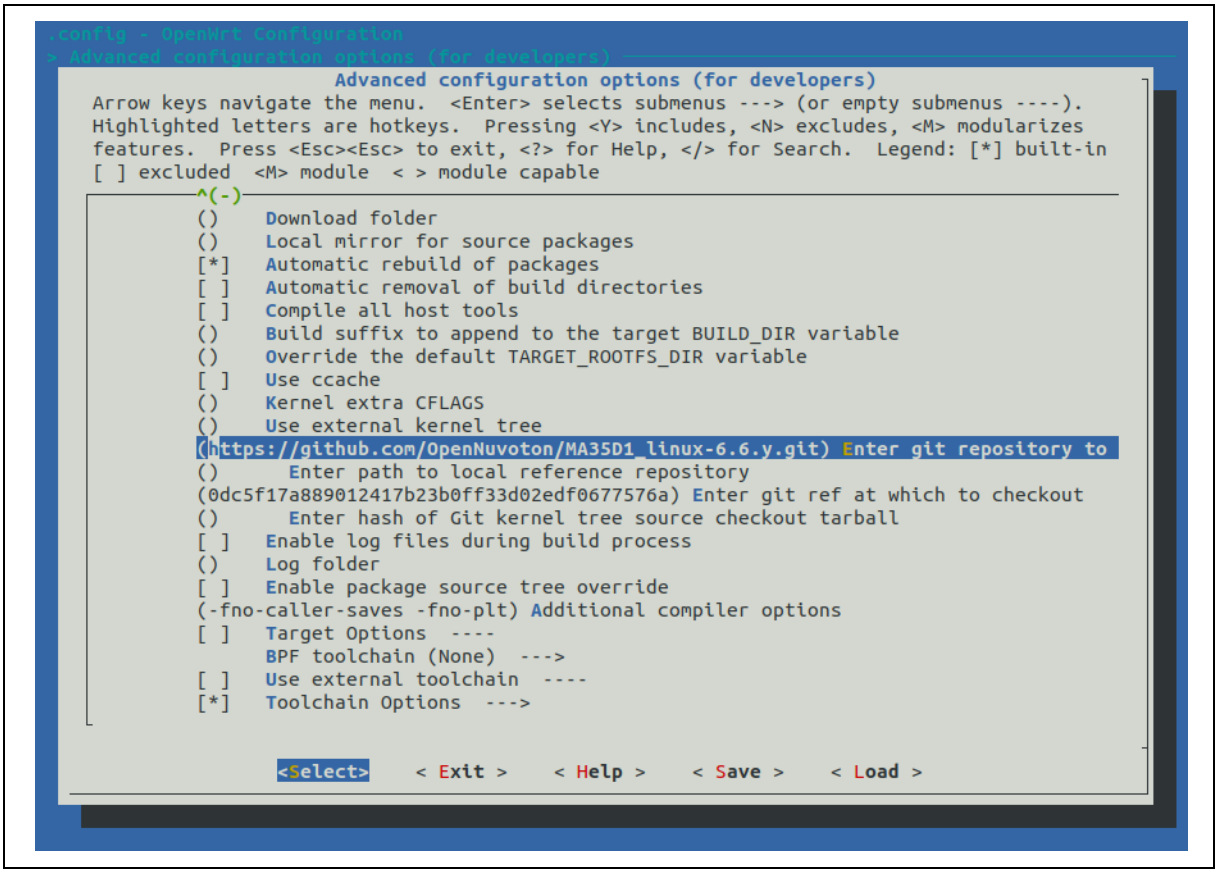

Figure 3-2 Configure Kernel Repository for MA35D1
4. **Configure Kernel Repository:** In the “Advanced configuration options” page, specify the Git repository and the branch/commit for the Linux kernel source (see Figure 3-2). The default setting uses HTTPS for GitHub. If needed, you can switch to other repository managers as listed in Table 3-1.